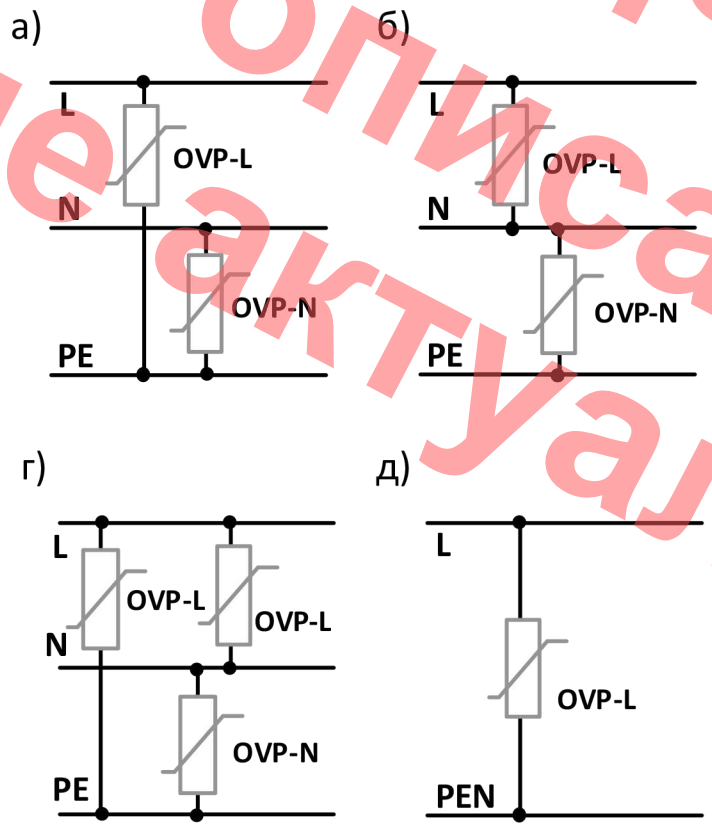

Рисунок 6. Схемы подключения устройств **Commeng Compact OVP-L AC 280** и **Commeng Compact OVP-N AC 280(G)**
- для защиты от синфазных помех в цепи провод-земля (см. рис. 6а)
- для защиты от дифференциальных помех в цепи провод-провод (см. рис. 6б, 6в).
- схема для защиты от синфазных и дифференциальных помех (см. рис.6г);
- схема для систем **TN-C** или **TN-C-S** (до разделения проводников **N** и **PE**), в которой вместо нейтрального (**N**) и защитного (**PE**) проводников имеется совмещенный проводник (**PEN**) (см. рис.6д).